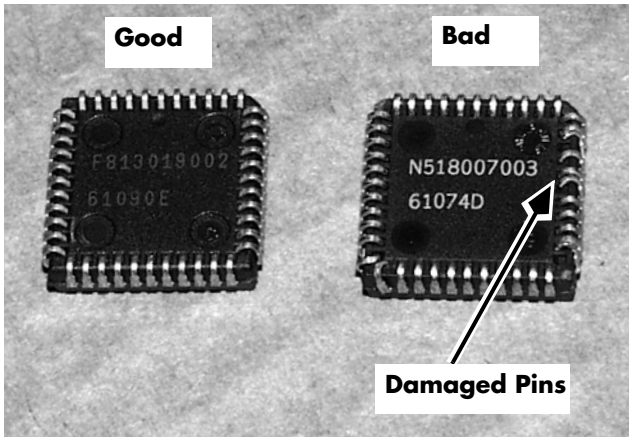

Figure 7-98: Firmware Chip Inspection (chips upside down to reveal pins)
1. Inspect the chip to ensure there are no bent, broken, or missing pins or other sign of physical damage. See Figure 7-98.